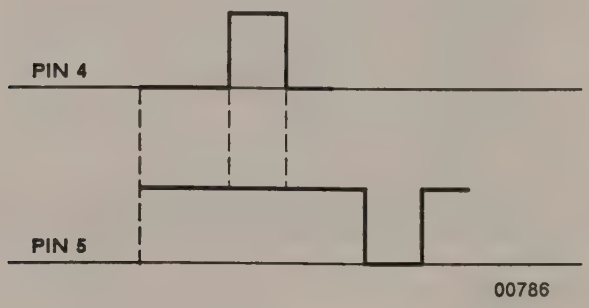

Figure 3.39. Amplifier Z1 Input
1. Type **SETUP<CR>**. You'll see a setup screen similar to Figure 3.39. Type **LEVEL DSX <CR> PATTERN 1010**. This puts a logic one at input pin 22 of output amplifier Z1.
3. Check Z1 input at pins 5 and 4; it should look like Figure 3.39.